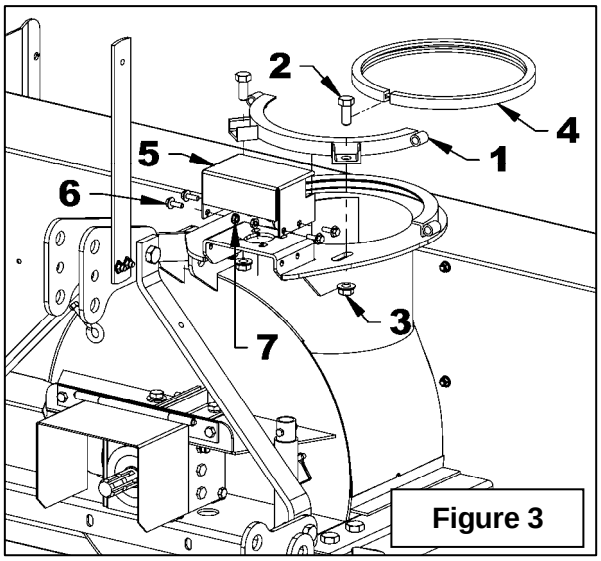

Figure 3
1. **Figures 3:** Remove the retaining plate (item 1) by removing the two 5/8" x 1 1/2 bolts (item2) and 5/8" serrated flange nuts (item 3).
2. **Figures 3:** Remove the rotation ring (item 4) and the gear shield (item 5) by removing the four 5/16" x 1" serrated flange bolts (item 6) and the 5/16" serrated flange nuts (item 7).